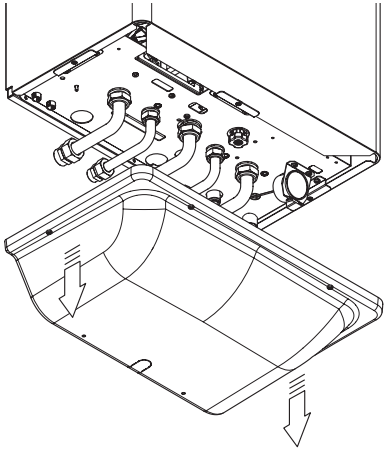

Figura 9.1
- Tirare verso il basso la copertura inferiore per rimuoverla (Figura 9.1).